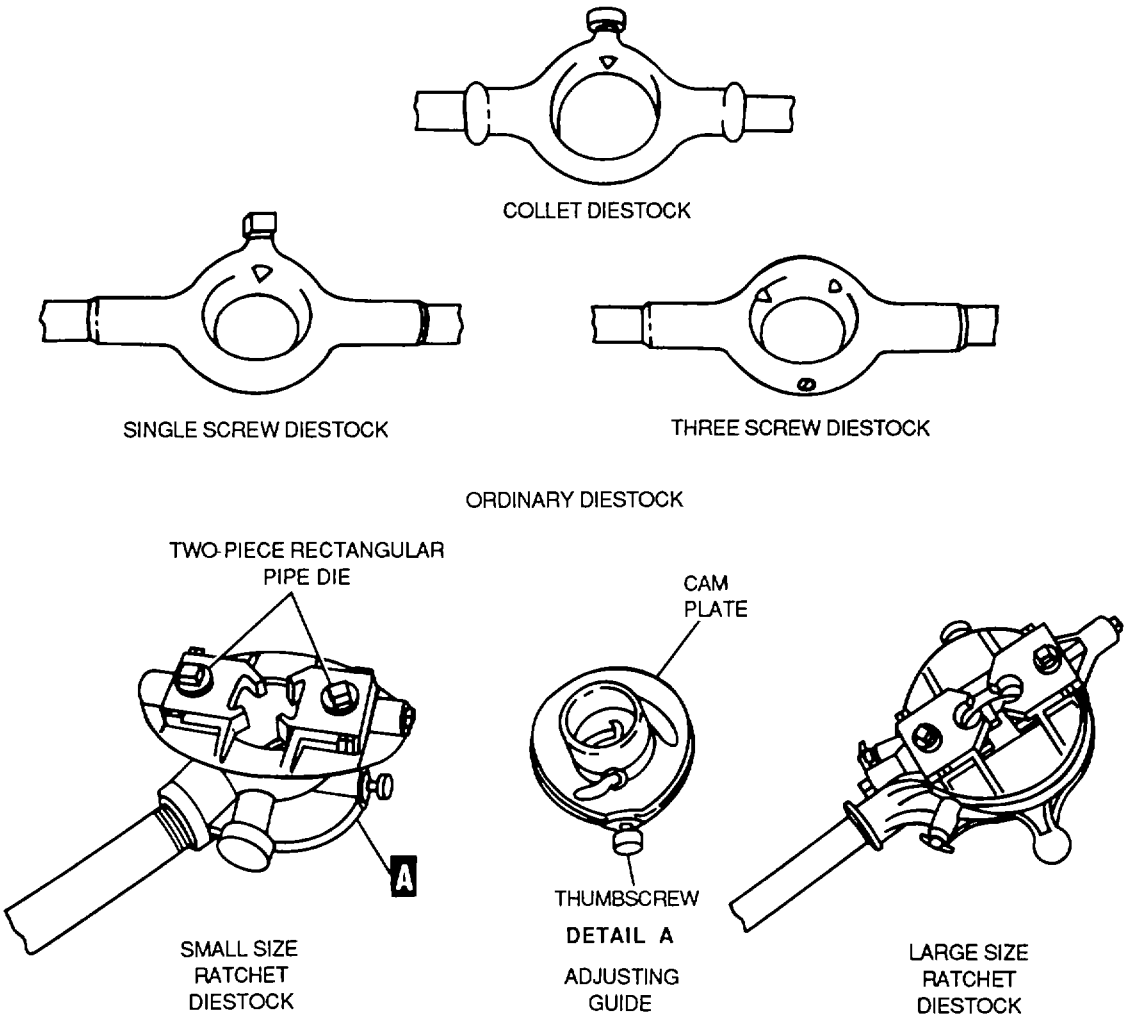

Figure 4-105. Diestocks
(3) Diestocks. Figure 4-105 shows the ordinary and ratchet-type diestocks normally used with dies. The ratchet-type diestocks are usually used with rectangular pipe dies.
(4) Care. Observe the following practices for the care and upkeep of dies: